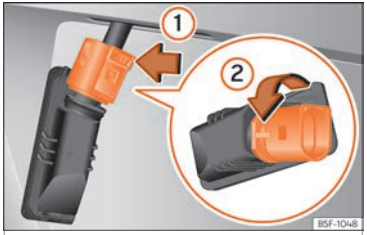

Abb. 66 Kennzeichenleuchte: Lampenhalter ausbauen.
– Auf die Verriegelung des Anschlussstecker in Pfeilrichtung ››› **Abb. 66** ① drücken und den Anschlussstecker abziehen.
– Lampenhalter in Pfeilrichtung ››› **Abb. 66** ② drehen und mit der Glühlampe herausziehen.
– Lampenhalter in die Kennzeichenleuchte einsetzen und entgegen der Pfeilrichtung ››› **Abb. 66** ② bis zum Anschlag drehen.